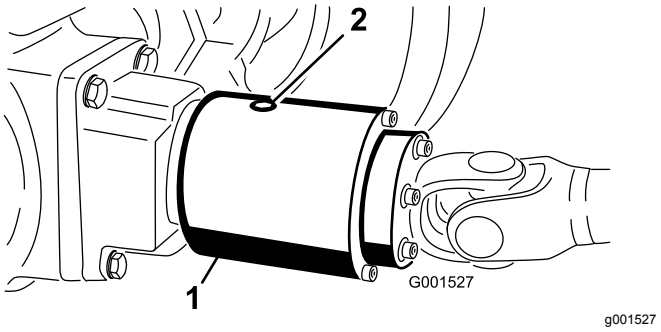

Figur 63
3. Vrid kopplingen så att kontrollpluggen riktas nedåt (Figur 63).